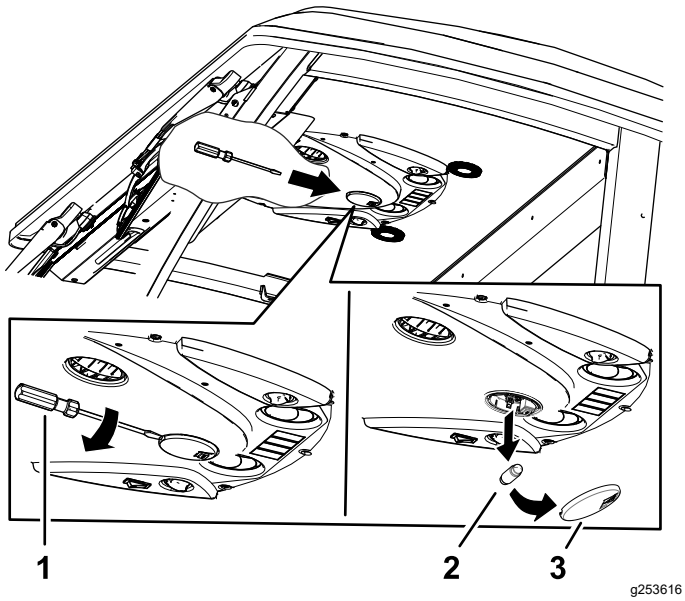

Figuur 85
1. Verwijder de lens van het lampje met een schroevendraaier uit het bedieningspaneel (Figuur 85).
2. Verwijder de lamp uit de voet (Figuur 85).